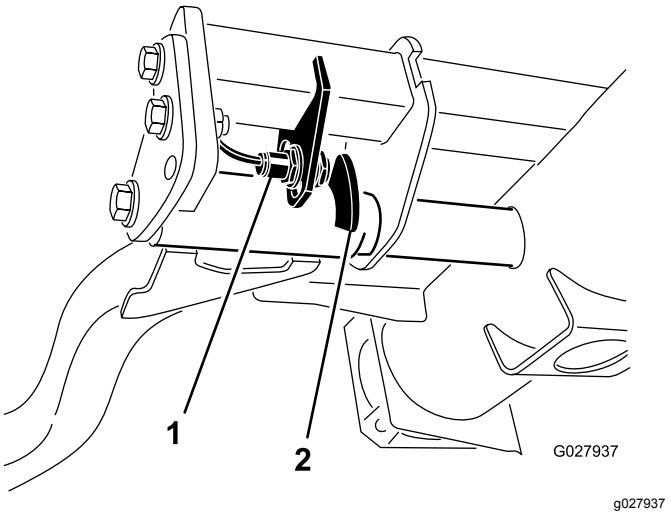

图30
2. 提升臂位于右前方提升臂图30后面的液压油箱下。
3. 拧松开关安装螺钉图30并向下移动开关可增大提升臂的转向高度向上移动开关可减小提升臂的转向高度。